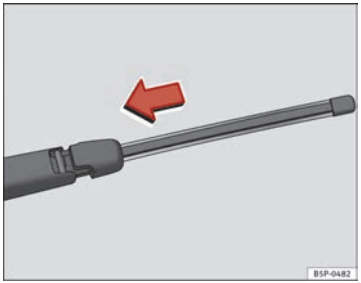

Fig. 170 Fitting the rear window wiper blade ▶
– Place the blade as shown in the ⇒ fig. 170 and slide the adapter along until it engages.